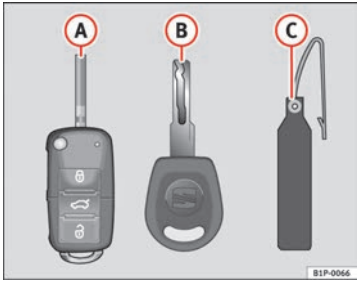

Fig. 61 Set di chiavi
- una chiave a scatto con telecomando ⇒ fig. 61 (A),
- una chiave senza telecomando (B),
- un portachiavi di plastica* (C).